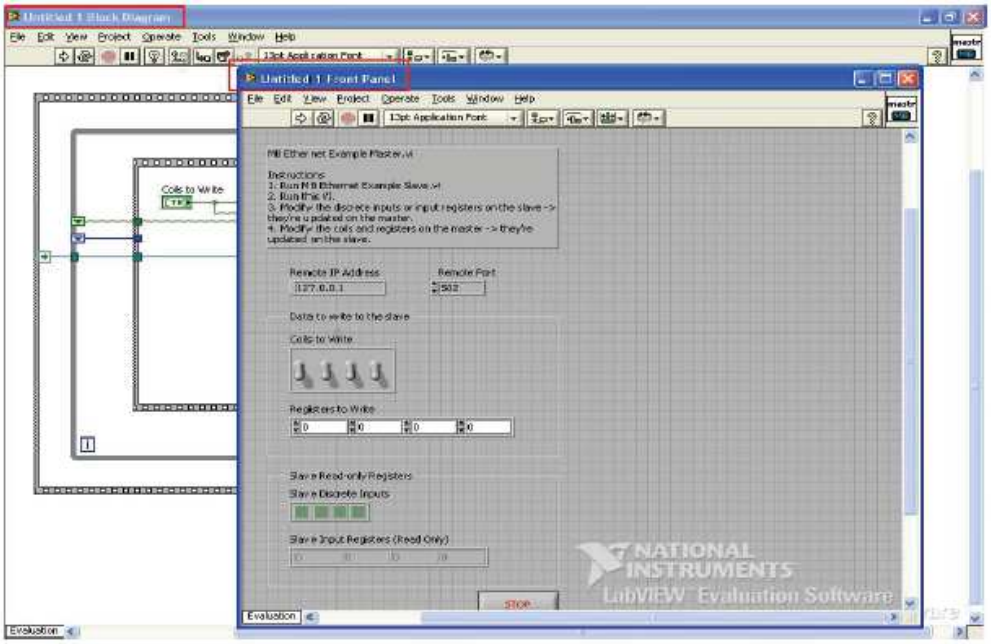

*Рис.7*
2.5 После открытия файла на экране появится блок схема и графическая панель (Рис.7)